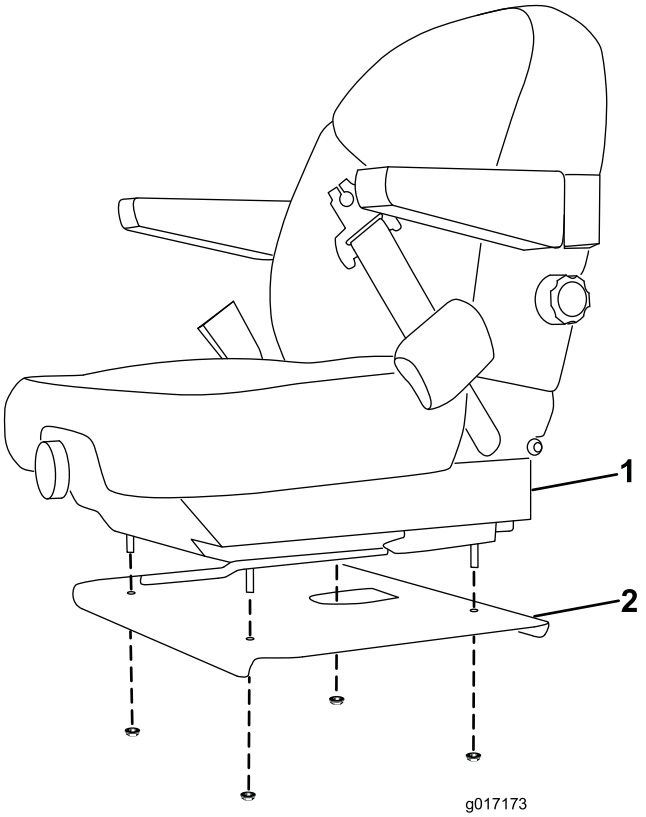

Figur 3
7. Ta bort fästelementen som fäster sätet på sätessockeln (Figur 3). Ta bort sätet.